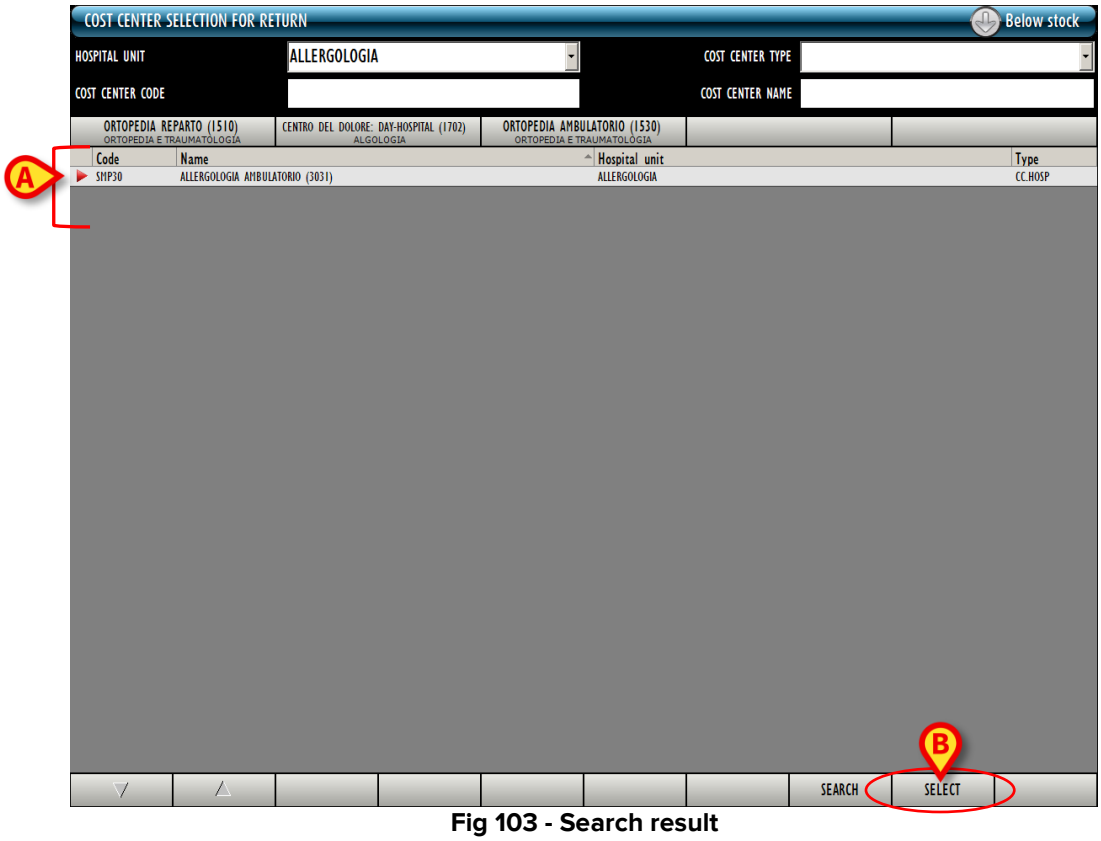

Fig 103 - Search result
The list of cost centers matching the filters is displayed (Fig 103 **A**).
- Click the **Select** button on the command bar (Fig 103 **B**).